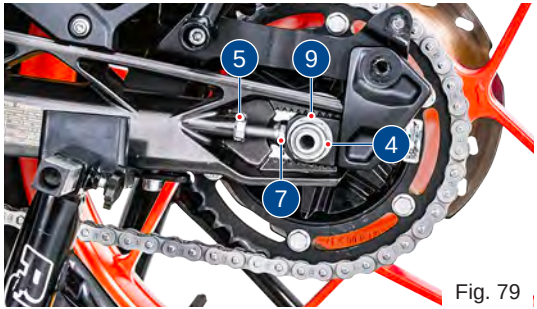

Fig. 79
- Remove the axle mounting nut (4) **(ref. Fig 79)** using the proper tool from the tool kit (refer **page 202**).
- Assemble the speed sensor (2) and mounting screw (1) in rear caliper **(ref. Fig. 79)**.